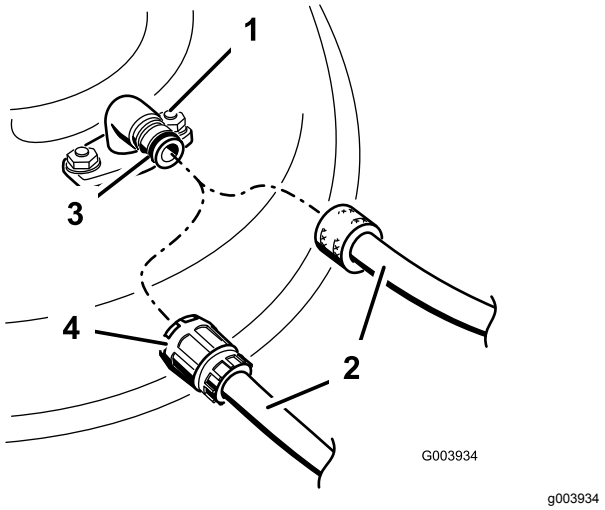

**Figur 71**
3. Fastgør slangekoblingen på enden af plæneklipperens vaskefitting, og skru helt op for vandet (Figur 71).